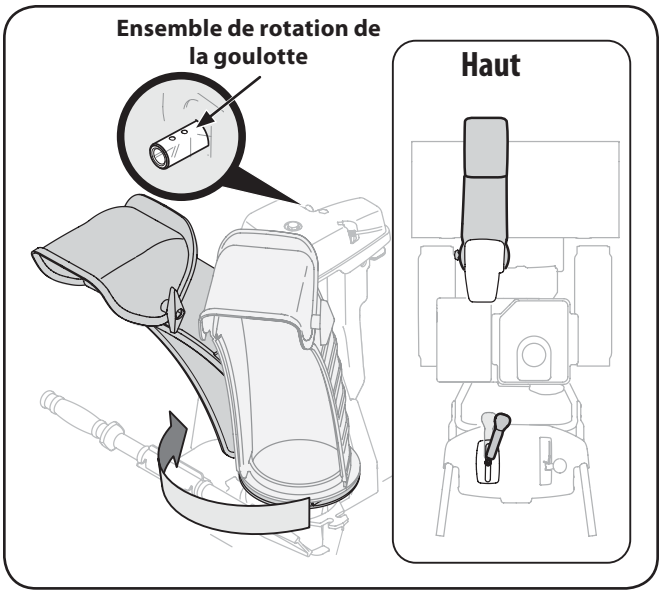

Fig. 3-6
4. Serrez le déclencheur sur le levier de commande et pivotez la goulotte par la main pour faire face à l'avant de la souffleuse. Les trous sur l'ensemble de rotation de la goulotte devraient être placés vers le haut. Voir la Fig. 3-6.
REMARQUE : Le levier de commande sera légèrement incliné vers la droite à la position de 1 heure. Voir le vue de dessus à la Fig. 3-6.